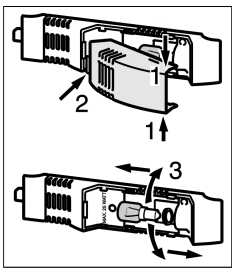

Fig. 8
▶ Take hold of the lamp cover at the top and bottom *Fig. 8 (1)*.
▶ Disengage the lamp cover at the back and detach it *Fig. 8 (2)*.
▶ Replace the bulb *Fig. 8 (3)*.